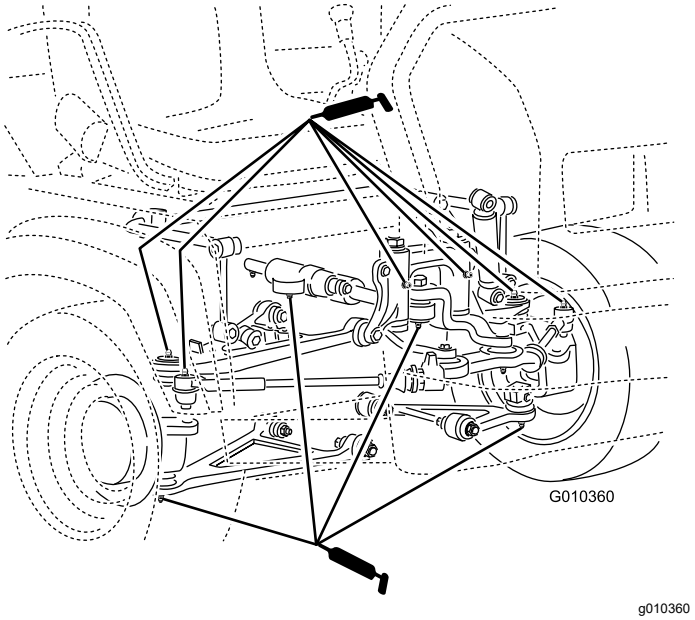

Figuur 29
- **Kogelverbindingen (4)**; zie Figuur 29
- **Trekstangen (2)**; zie Figuur 29
- **Draaibeugels (2)**; zie Figuur 29
- **Stuurcilinder (2)**; zie Figuur 29